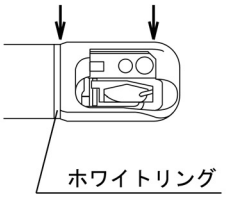
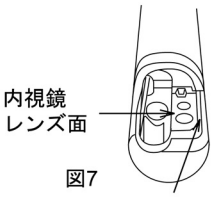

図6
図7
(6)図 6 の矢印の部分（2 か所）で、内視鏡の先端部と先端カバーに隙間がないことを目で見て確認する。図 7 の先端カバーの矢印部が内視鏡レンズ面（矢印部）と同じ面になっていることを目で見て確認する。